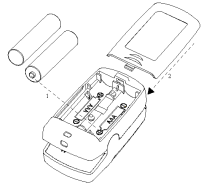

Figura 2 Instalação das baterias
1. Consultar a Figura 2, inserir duas baterias de tamanho AAA corretamente no compartimento da bateria.